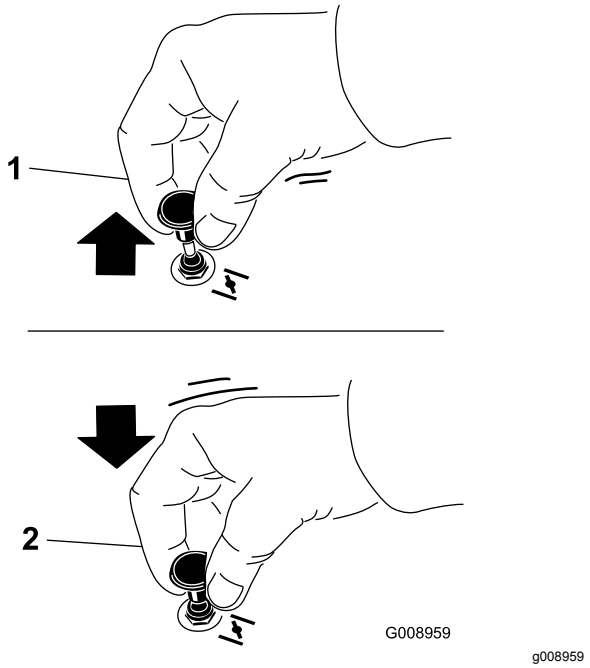

Figura 20
2. Tire hacia arriba del mando para engranar el estárter antes de usar el interruptor de encendido (Figura 20).
3. Presione hacia abajo el control del estárter para desactivar el estárter después de que el motor arranque (Figura 20).